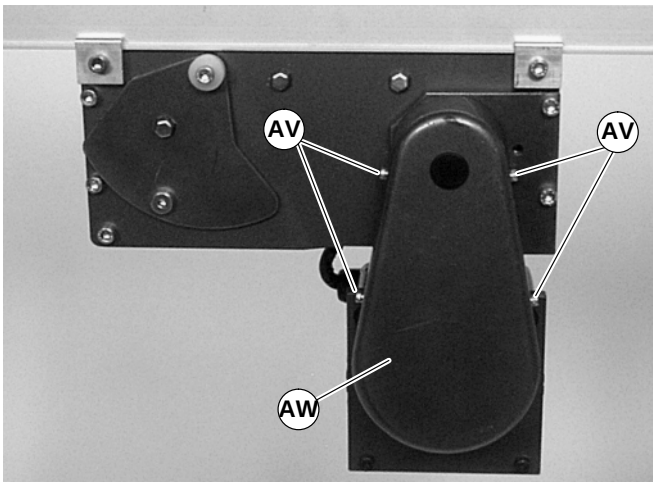

Abbildung 17
5. Abdeckschrauben (AV siehe Abbildung 17) entfernen und Abdeckung (AW) abnehmen.